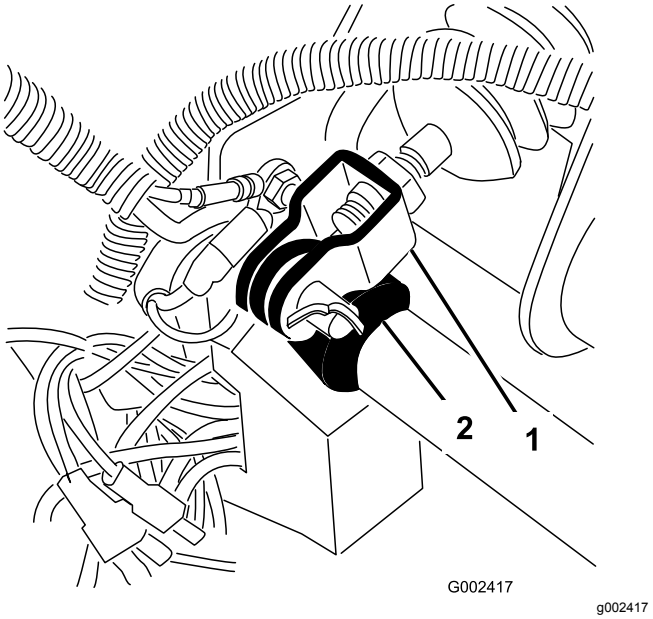

Figura 60
1. Rimuovete la coppiglia e il perno che fissano la forcella del cilindro principale al perno del pedale del freno (Figura 60).